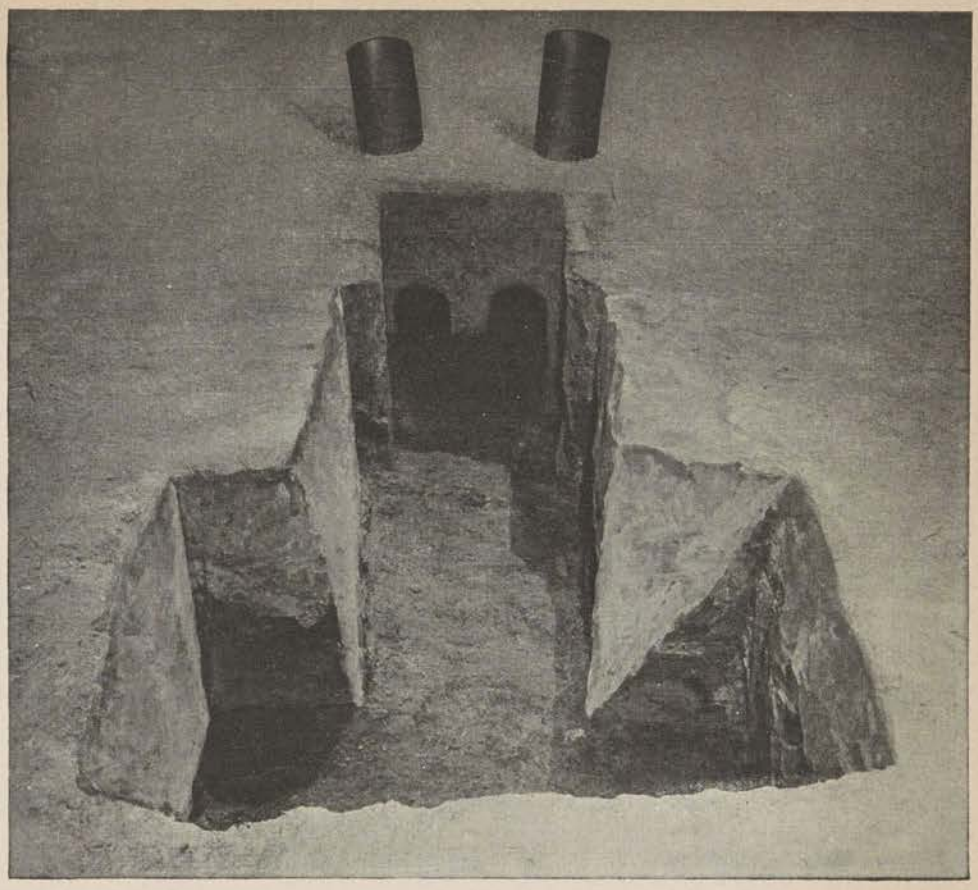

Figure 82. Excavation for oil drum oven.
a. To construct an oil drum oven, dig a trench as illustrated in figure 82. The narrow part of the